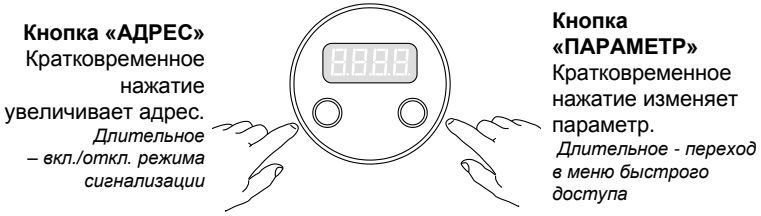

Рисунок 9
3.6.5.2 Управление работой сигнализатора осуществляется кнопками «**АДРЕС**» и «**ПАРАМЕТР**» (рисунок 9).